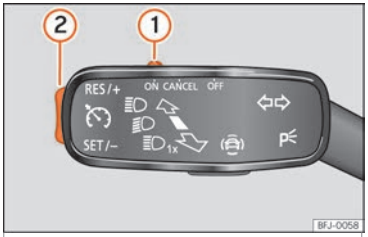

Fig. 173 On the turn signal lever: controls for operating the GRA.
- Move the control ››› Fig. 173 ① to **ON**.
- Press button ››› Fig. 173 ② in area **SET/–**.
- Move the control ››› Fig. 173 ① to **CANCEL** or step on the brake.
- Press button ››› Fig. 173 ② in area **RES/+**.
While the GRA is set, the stored speed can be adjusted with button ››› Fig. 173 ②:
- To increase in increments of 1 km/h (1 mph) briefly press button ››› Fig. 173 ② in the area **RES/+**.
- To increase the speed without interruption, keep button ››› Fig. 173 ② pressed down in the area **RES/+**.
- To reduce in increments of 1 km/h (1 mph) briefly press button ››› Fig. 173 ② in the area **SET/–**.
- To reduce the speed without interruption, keep button ››› Fig. 173 ② pressed down in the area **SET/–**.
- Move control ››› Fig. 173 ① to **OFF**.